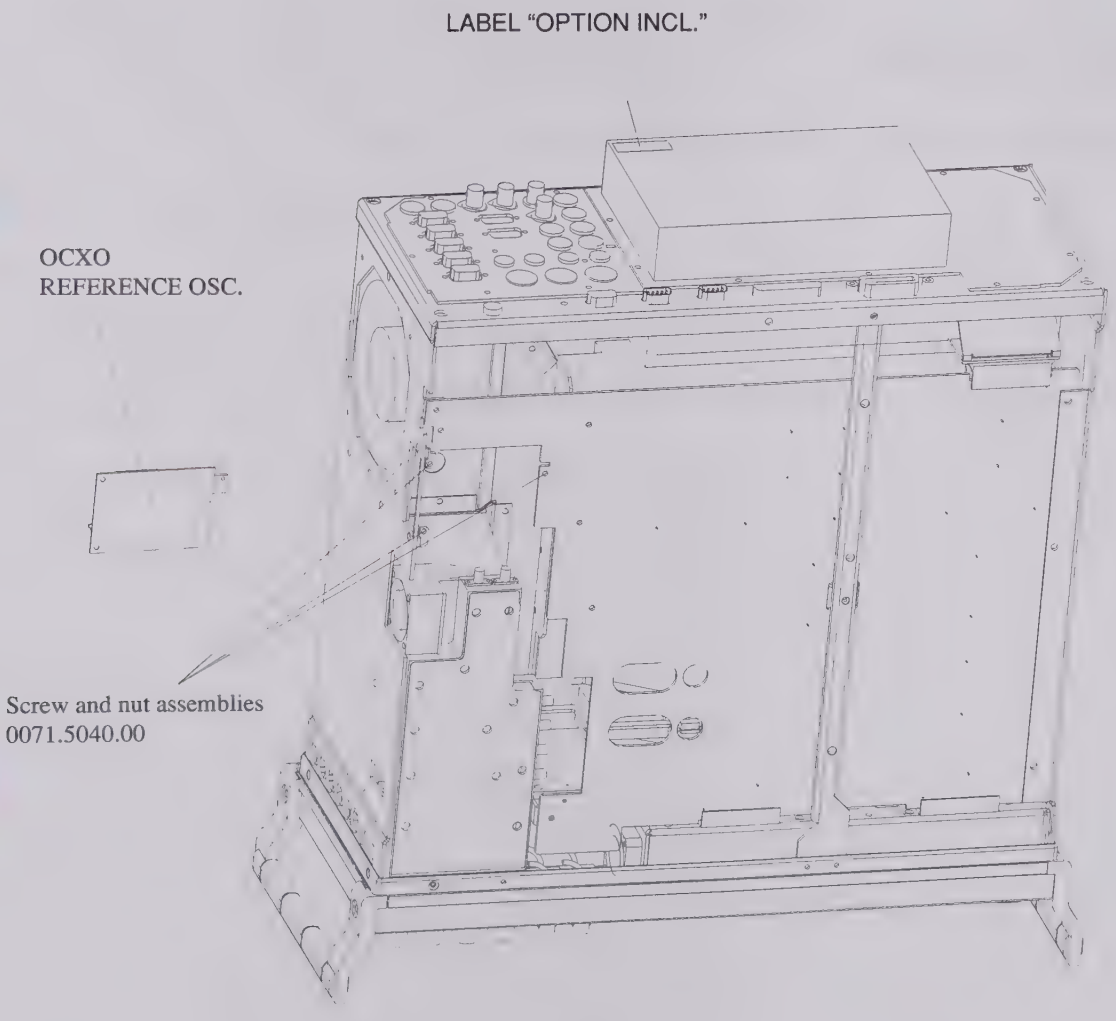

**Fig. 2**
2.1 Fit OCXO REFERENCE OSC. using the three supplied screw and washer assemblies (VS 0071.5040.00, see Fig. 2).
➢ Affix OPTION INCL. label to power supply unit (Fig. 2).